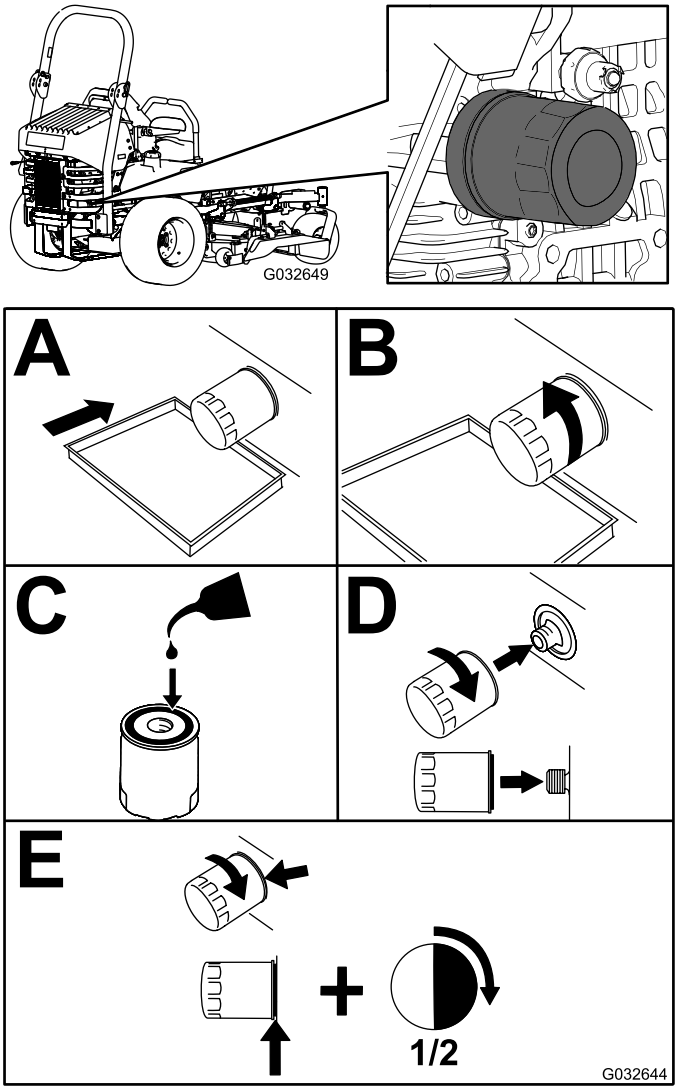

Rysunek 50
2. Wymień filtr oleju silnikowego (Rysunek 50).